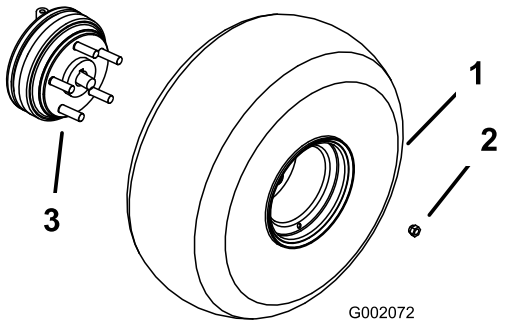

Figur 3
3. Monter hjulene med festeanordningene du fjernet tidligere (Figur 3) og stram til 61–88 Nm.